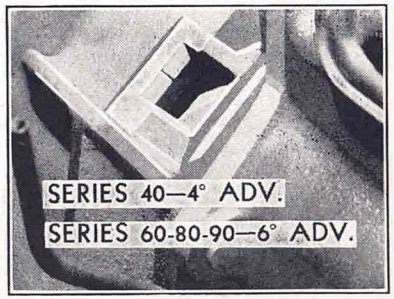

Fig. 2. Timing Mark
2. Uncover timing hole on side of flywheel housing. (See Fig. 2.)